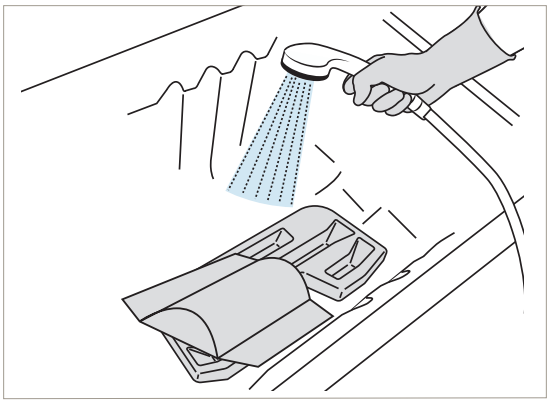

Abbildung 59
6. Spülen Sie das Zubehör am Boden der Classic Line 2 Badewanne mit Wasser ab, um sichtbare Rückstände zu entfernen. Zubehör auch von der anderen Seite abspülen. Siehe Abbildung 59.